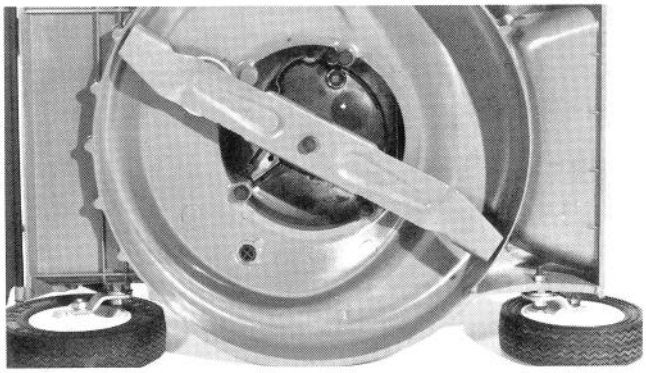

Figure 23
3. Tip mower on its left side (Fig. 23).